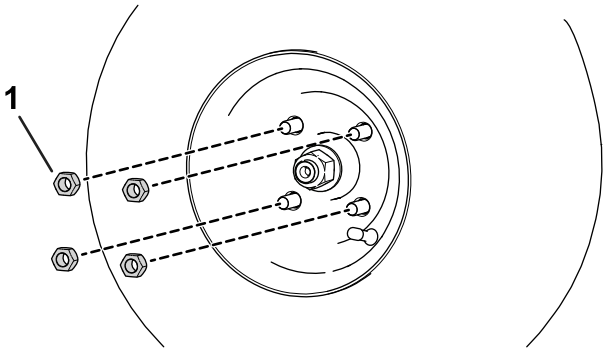

Figur 1
1. Løsne og fjern hjulenes hakemuttere (Figur 1).